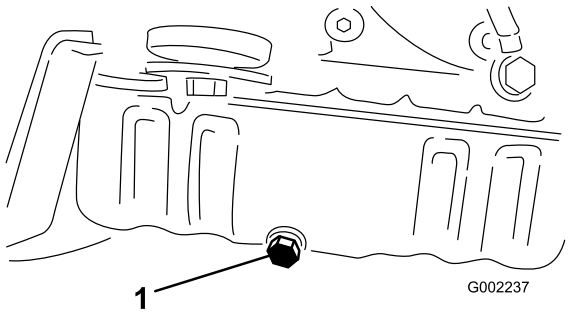

Figur 39
5. Fjern aftapningsproppen (Figur 39).